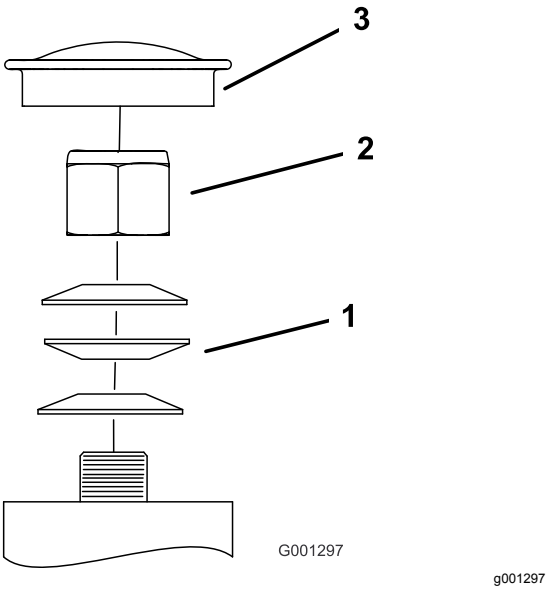

Figuur 71
3. Verwijder de stofkap van het zwenkwiel en draai de borgmoer aan (Figuur 71).
4. Draai de borgmoer aan totdat de veerringen vlak liggen, en draai deze vervolgens een ¼ slag terug om de voorspanning op de lagers correct af te stellen (Figuur 71).
Belangrijk: **Zorg ervoor dat de veerringen goed zijn geplaatst, zoals getoond in Figuur 71.**
5. Plaats de stofkap (Figuur 71).